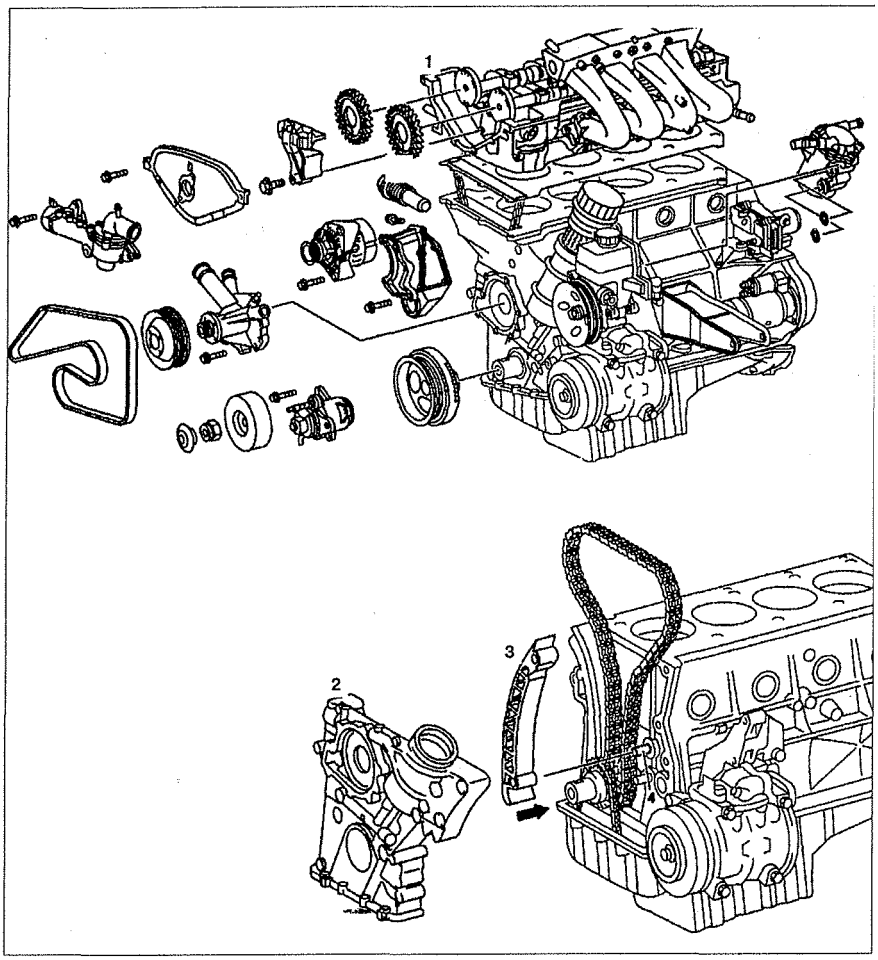

Рис. 2.14. Успокоитель цепи:
1. Снимите головку блока цилиндров **1** (см.рис.2.14).